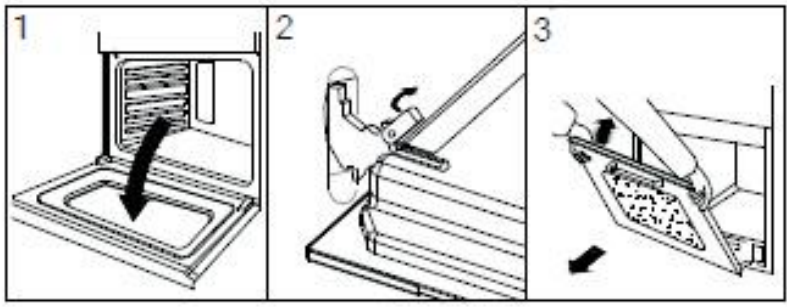

Figure 15
- Tirez la porte vers vous, la retirant de son siège. La porte sortira en douceur du four. (Voir la figure 15)